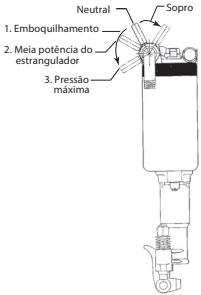

Figura 1. (Des. 16578304)
- O martelo de perfuração é controlado ao mover a alvanca como é mostrado na Figura 1.